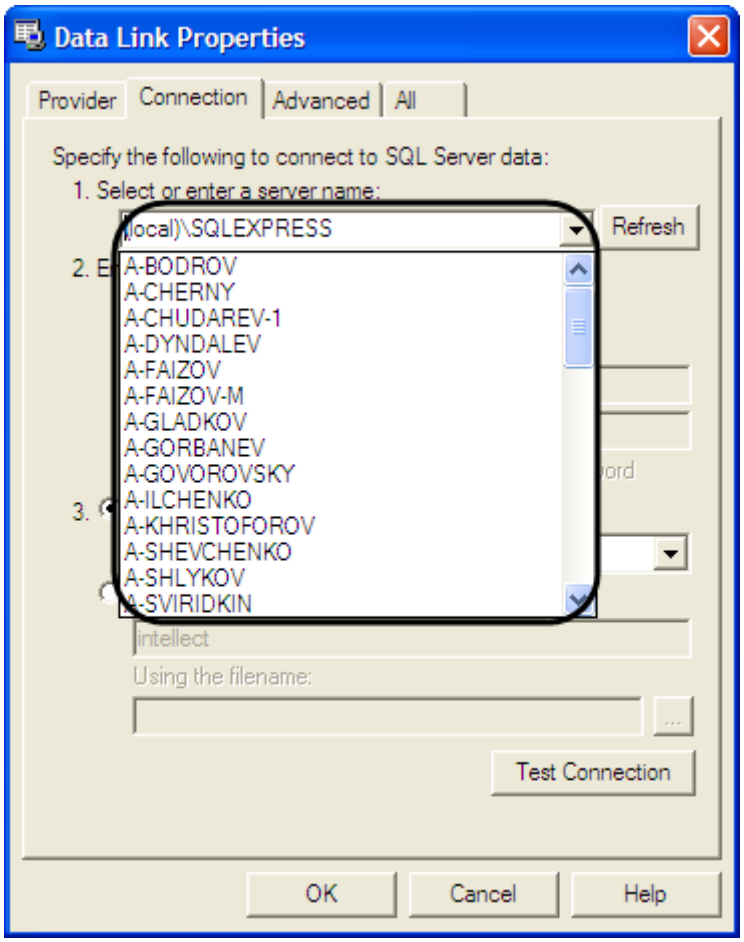

Figure 9.4-13. Selecting the SQL server from the list of available servers
b. select the SQL server in the drop-down list of all available SQL servers. The list opens by clicking the button (Figure 9.4-13).